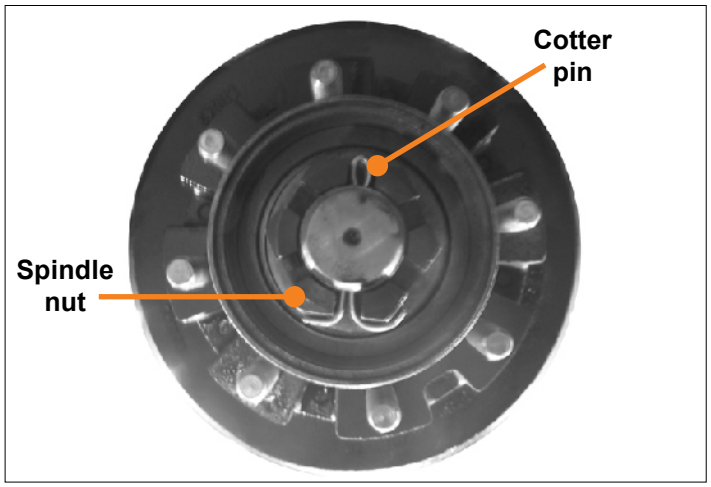

Fig.13
5. Using pliers, bend the cotter pin over to lock nut in place **(Fig. 13)**. Nut should be free to move with only the cotter pin keeping it in place.